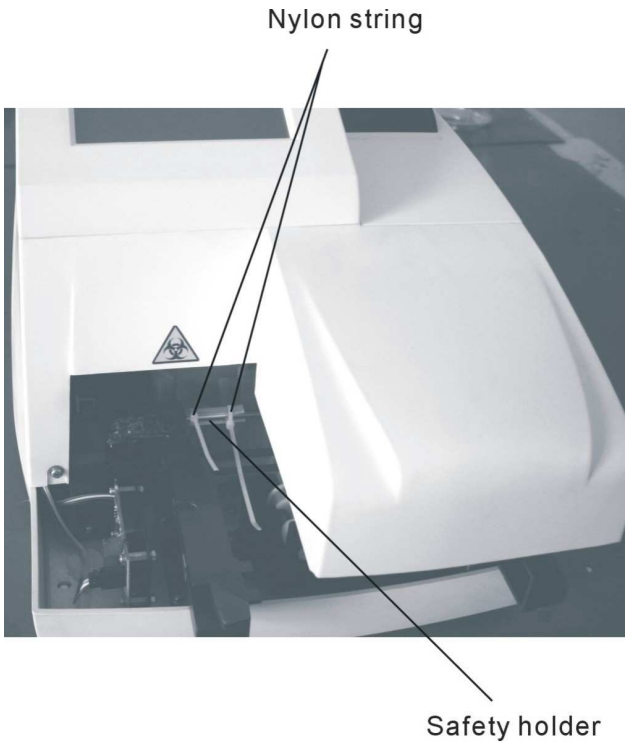
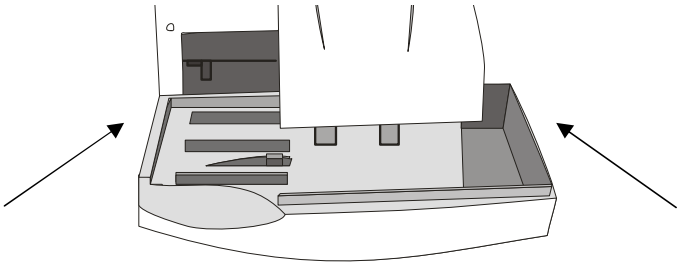

Figure 2-6
Figure 2-7
2.3.4 Install worktable（Figure2-6，Figure2-7）
Before installing the working table, please nip nylon string around the frame of pusher and take down the safety holder, then follow the manual to install others（Figure 2-6）.
Insert the right guide of work table into the slots of the support of the table on the main board, push the work table with the cover board parallel into the main board, just near the main board (Figure 2-7).